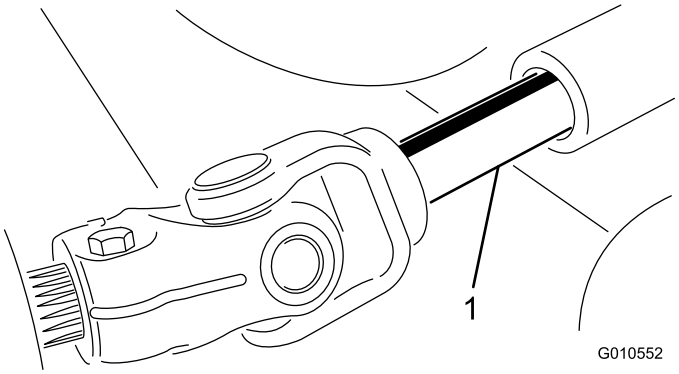

Figura 17
4. Arrestate il motore e allontanate l'elemento di taglio dal trattorino e dal telaio portante, separando le sezioni maschio e femmina dell'albero della presa di forza (Figura 17).